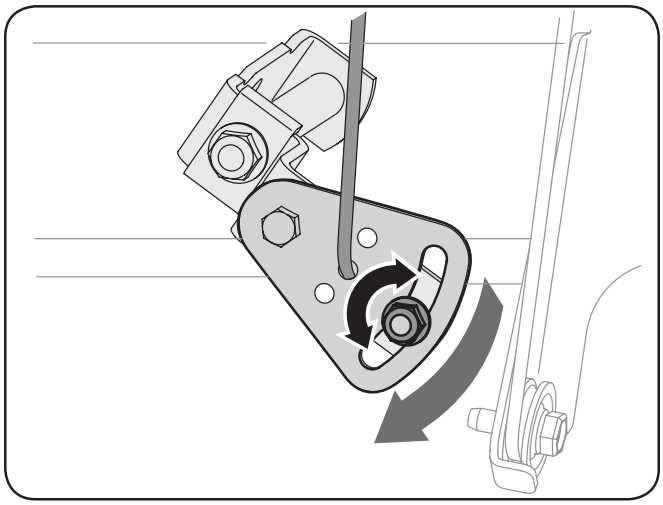

Fig. 6-4
2. Desserrez l'écrou à six pans sur le support indexé du câble de changement de vitesses. Voir la Fig. 6-4.